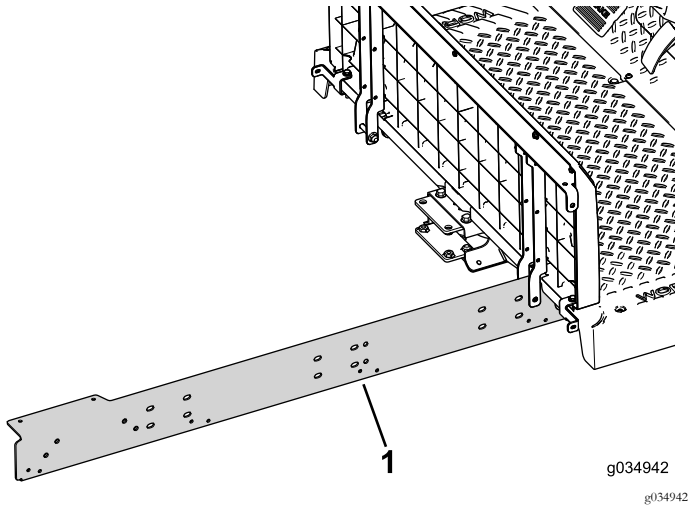

Figura 70
2. Instale sem apertar a calha de extensão no lado direito da máquina (Figura 70).